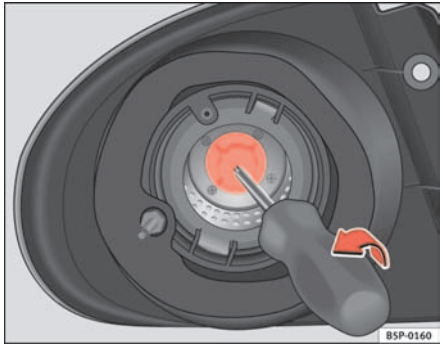

Fig. 184 Indicator lights
– Pull out the lamp holder from the turn signal using a screw driver in the direction of the arrow (see ⇒ fig. 184)